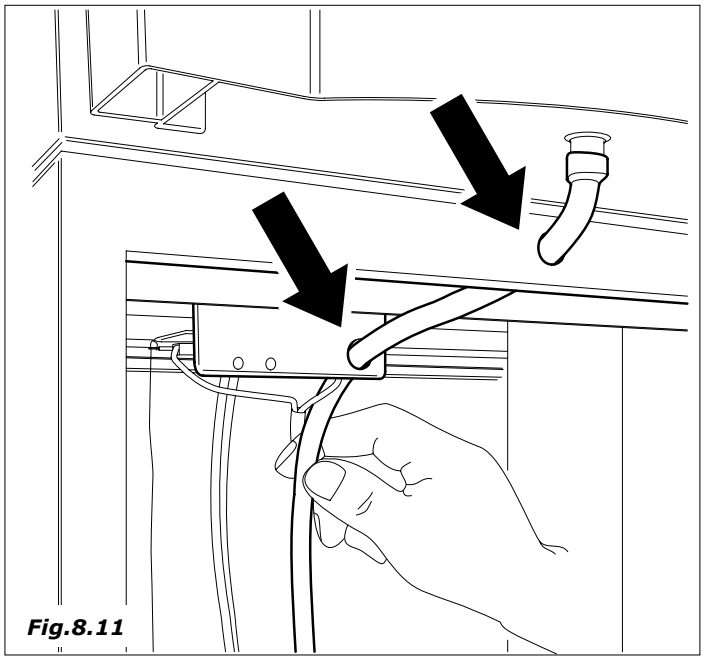

Fig.8.11
- Posicionar corretamente o tubo *(Fig. 8.11).*